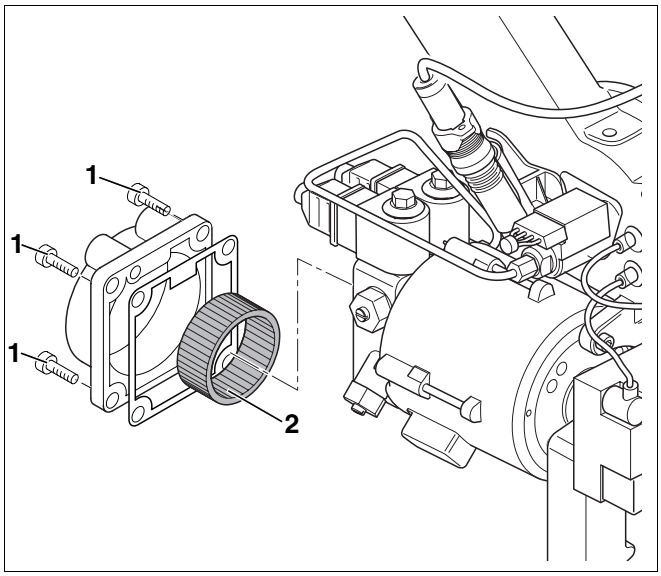

Rys. 66 Sprawdzenie filtra pompy olejowej
- Odkręcić 4 śruby z łbem sześciokątnym w części górnej (rys. 66, **poz. 1**).
- Wyjąć do przodu filtr pompy olejowej (rys. 66, **poz. 2**).
- Filtr pompy olejowej (rys. 66, **poz. 2**) oczyścić benzyną ekstrakcyjną, w razie potrzeby wymienić i ponownie zamontować w pompie.